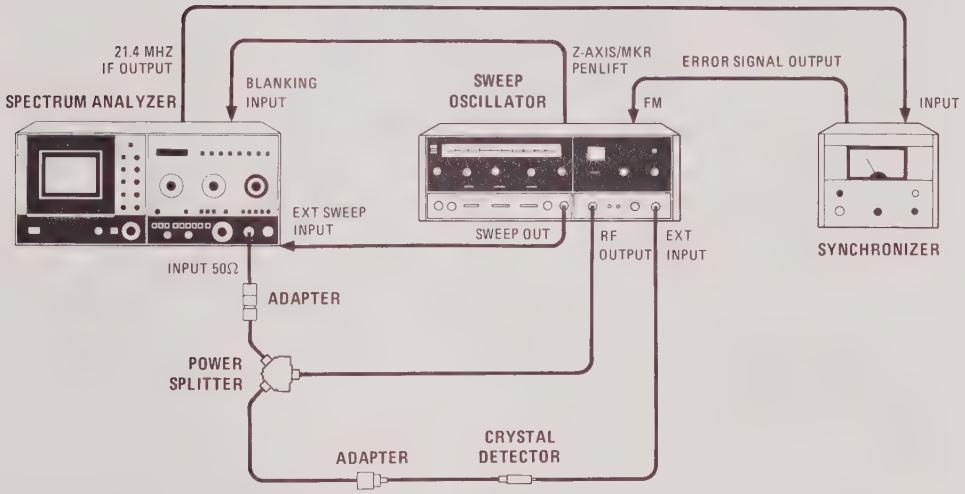

Figure 5-47. Preliminary Bias Adjustment Test Setup
b. Reconnect power cord, set LINE switch ON, connect equipment as shown in Figure 5-47, and set controls as follows: